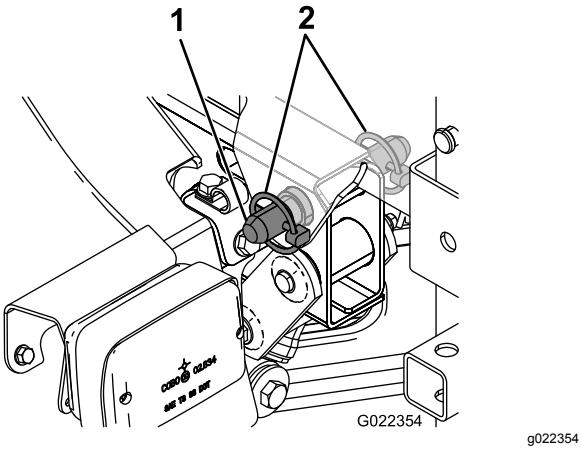

Figur 10
5. Rett inn hullene i svinghaken på baksiden av tankens glideramme med hullene i dreierøret på planet ved enden av kjøretøyrammen (Figur 10).
6. Monter en kileformet splittpinne og to ringstifter på svinghengselen for å feste tankenheten på rammen (Figur 10).